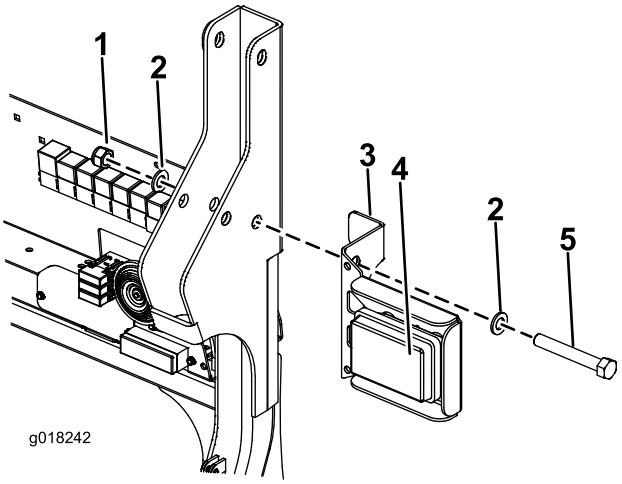

Figur 3
9. Ret det øverste hul i det højre baglygtebeslag ind efter hullet i styrtbøjlen, og isæt den nye M16 x 110 mm bolt (Figur 3). Brug de eksisterende spændeskiver igen.